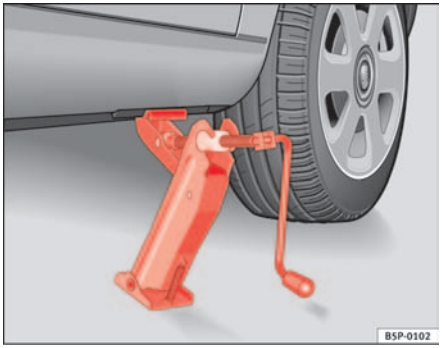

Fig. 168 Fitting the jack
– Align the jack so that the arm of the jack fits around the rib under the door sill and the movable base plate of the jack is flat on the ground⇒ fig. 168.